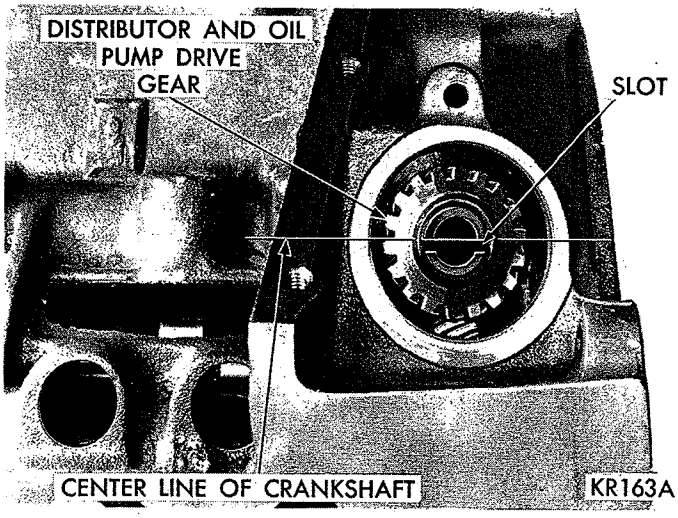

*Fig. 38—Distributor Drive Gear Installed*
(1) Rotate crankshaft until NO. 1 cylinder is at top dead center on the firing stroke.
(2) When in this position, the straight line on the vibration damper should be under "0" on timing indicator.
(3) Coat shaft and drive gear with engine oil. Install the shaft so that after gear spirals into place, it will index with the oil pump shaft, so slot in top of drive gear will be parallel with center line of crankshaft (Fig. 38).